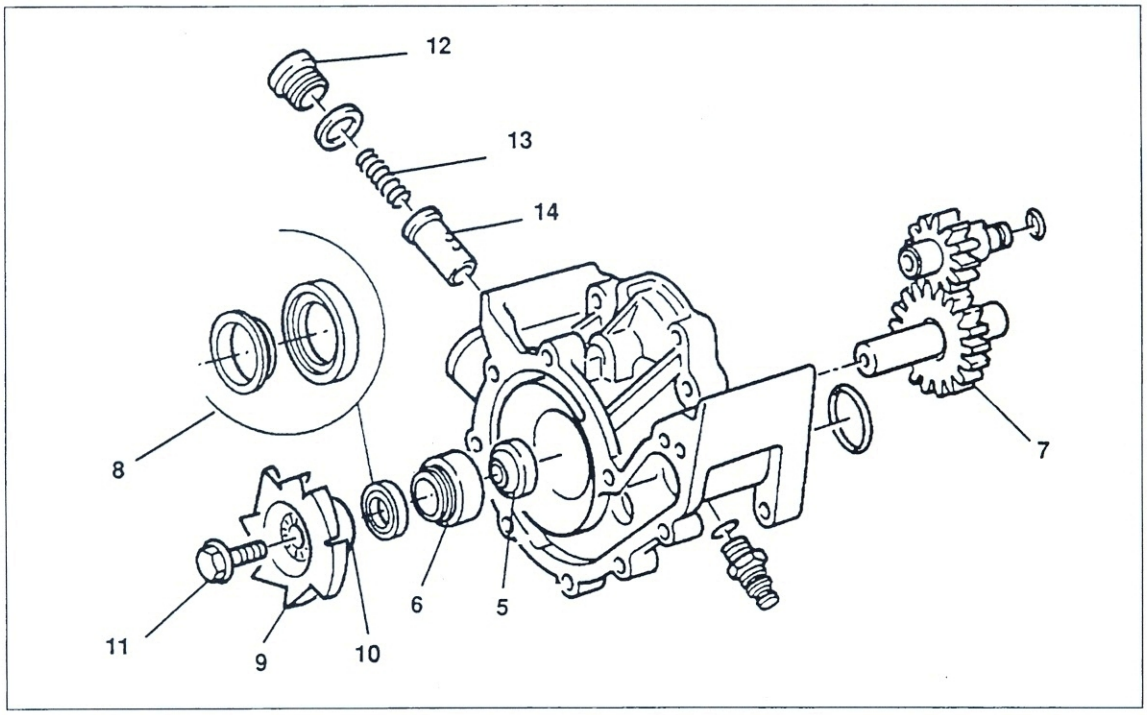

Bild 84
● Zum Lösen des Kühlmittel-Pumpenrads mit Innensechskantschlüssel Welle gegenhalten und Schraube ⑪ Bild 84 ausdrehen. Flügelrad mit Distanzhülse und Keramikscheibe ⑧ abnehmen.
● Gleitringdichtung ⑥ Bild 84 mit Dorn aus Pumpengehäuse herausdrücken.
● **Überdruckventil** ausbauen: Verschluss-Stopfen ⑫ Bild 84 ausdrehen und Feder herausziehen.
- Falls Überdruckventil demontiert, Ventilkolben ⑭ Bild 84 leicht geölt in Pumpengehäuse einsetzen. Es folgt Druckfeder.
- Wellendichtring ⑤ Bild 84 mit passendem Dorn mit offener Seite nach unten von Wasserseite aus in Gehäuse einschlagen.
- Gleitring ⑧ Bild 84 mit glatter Seite nach unten aufschieben.